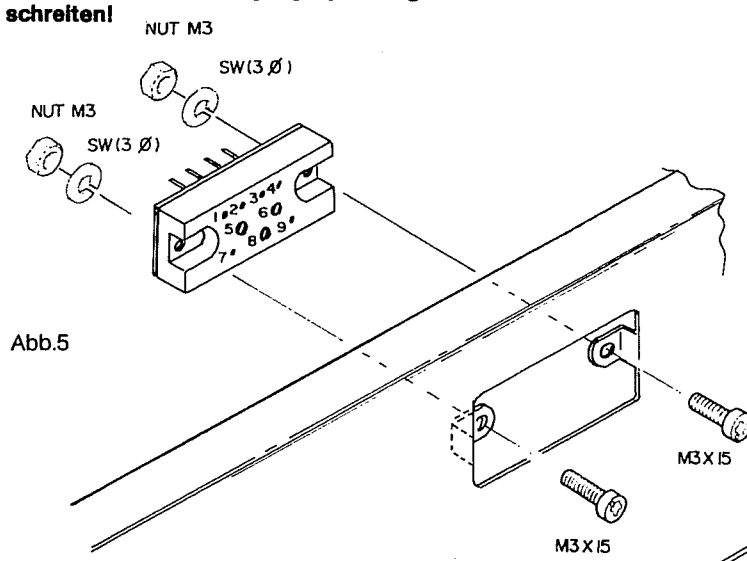

Abb.5
2. Buchsenleiste lt. Abb. 5 montieren.